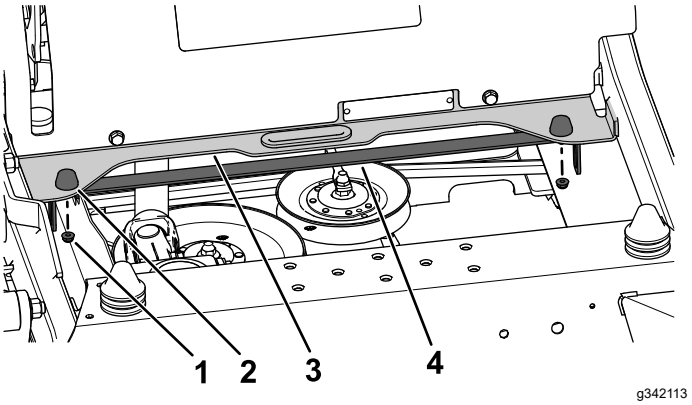

Figur 12
3. Fäst staget till fästet på tvärbalken och gummistoppen med de två låsmuttrarna (¼ tum) som du tog bort tidigare enligt Figur 12.